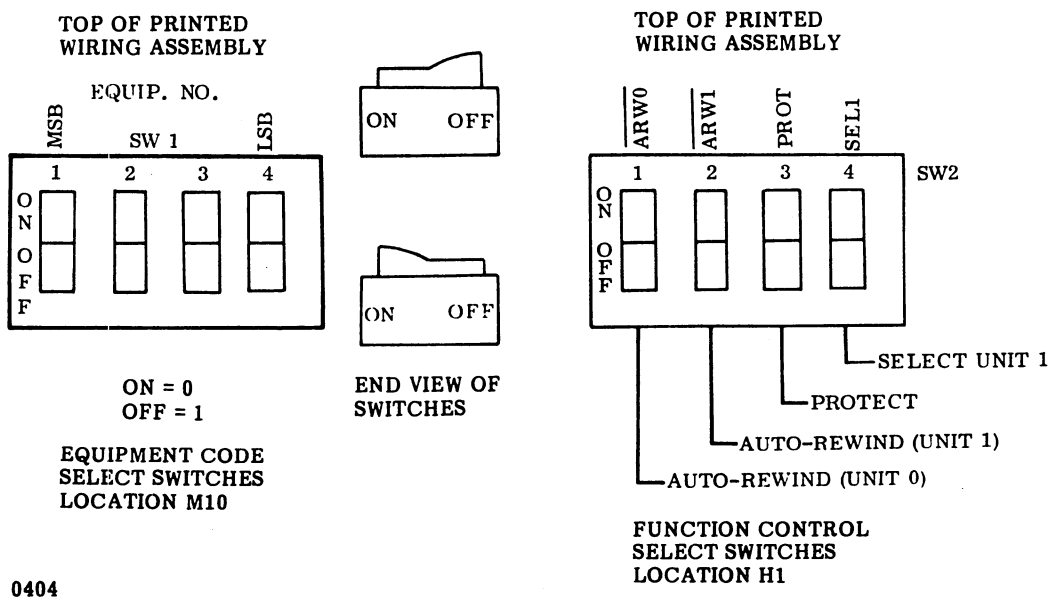

Figure 6H-5. Tape Cassette Transport Controller Switches
5. Verify that the equipment code and function code switches are set to their normal operating positions on the new controller. Refer to figure 6H-5 for switch locations and figure 4H-2, volume 1, for switch settings.
To replace the tape cassette transport (figure 6H-6), perform the following: